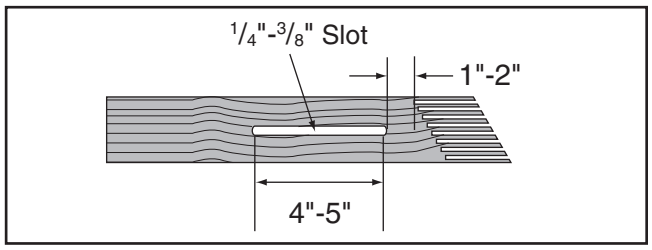

Figure 80. Slot routed in featherboard.
4. Rout a ¼"–⅜" wide slot 4"–5" long in workpiece and 1"–2" from short end of featherboard (see **Figure 80**).